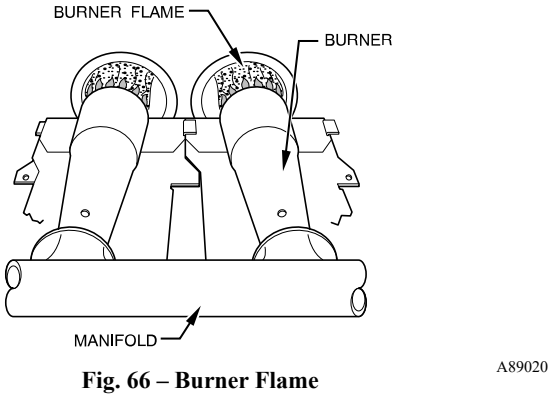

Fig. 66 – Burner Flame
i. When correct input is obtained, replace cap that conceals gas valve regulator adjustment screws. Main burner flame should be clear blue, almost transparent, see Fig. 66.